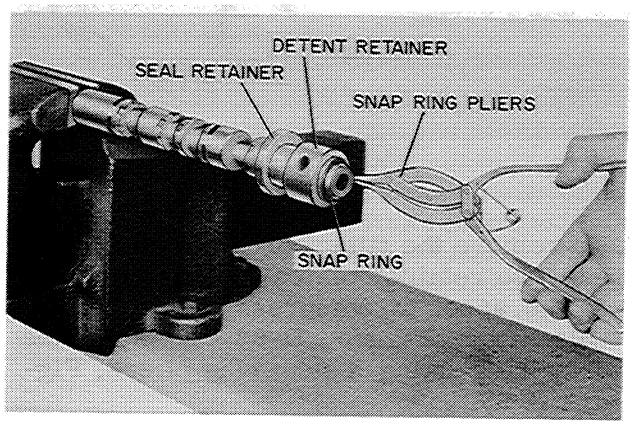

Figure D-60
4. Place the eye end of the float spool in a soft jawed vice. Using a Kent Moore No. J8059 Snap Ring Pliers or equivalent, remove the snap ring from the end of the float spool, Figure D-60.